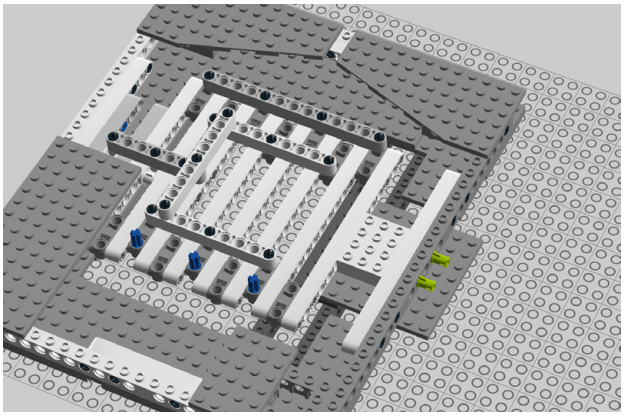

Figure 8-40. *Step 35: Adding a pair of 3M connector pegs*
35. Insert two 3M connector pegs as seen in Figure 8-40.